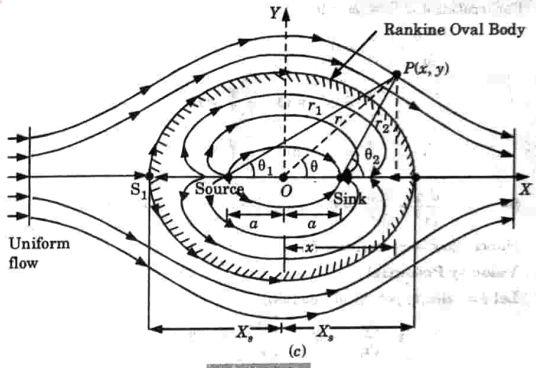

Fig. 2.15.1.
1. Fig. 2.15.1(*a*) shows a uniform flow of velocity U and Fig. 2.15.1(*b*) shows a source sink pair of equal strength.
2. When this uniform flow is flowing over the source sink pair, a resultant flow will be obtained as shown in Fig. 2.15.1(*c*). This resultant flow is also known as the flow past a Rankine oval body.